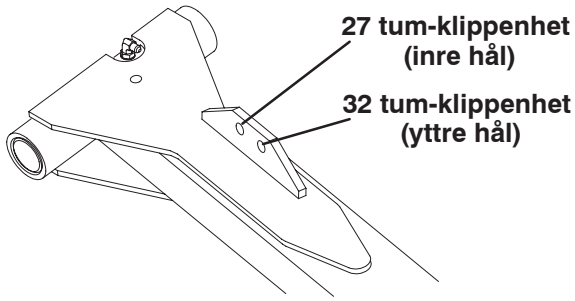

Figur 6
8. Fäst lyftkedjans andra ände i hålet på lyftarmens monteringstapp med sprintbultar och saxpinnar. Använd lämpligt hål i lyftarmen enligt figur 6.